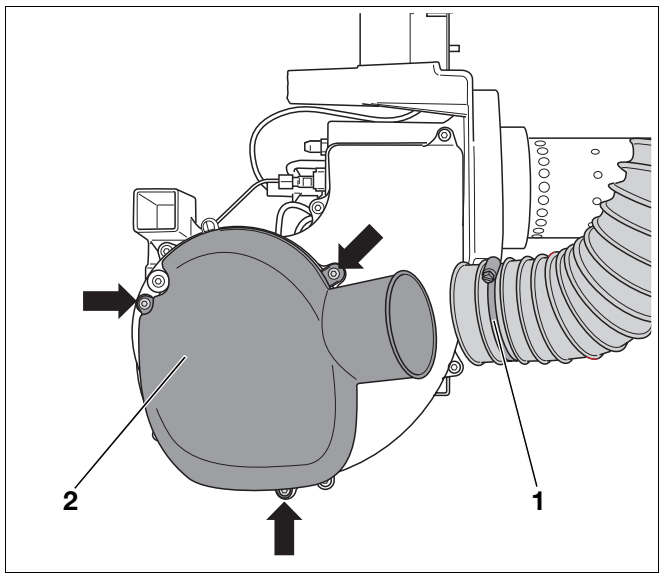
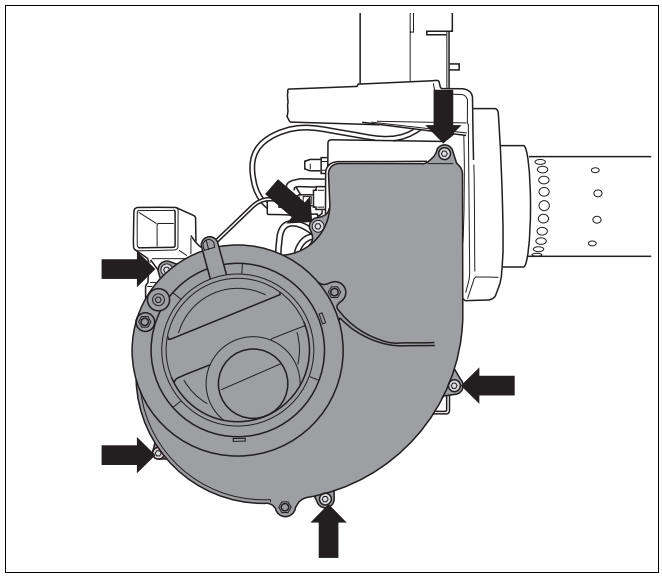

Rys. 30 Demontaż tłumika dźwięków ssania
Rys. 31 Demontaż pokrywy koła dmuchawy
- Odkręcić opaskę zaciskową (Rys. 30, **Poz. 1**) na wężu doprowadzającym powietrze do spalania (przy pracy niezależnej od powietrza z pomieszczenia zainstalowania).
- Odkręcić śruby mocujące (Rys. 30, **strzałki**) i wyjąć tłumik dźwięków ssania (Rys. 30, **Poz. 2**).
- Odkręcić sześć śrub mocujących (Rys. 31, **strzałki**) i zdemontować pokrywę koła dmuchawy.
- Ponownie zamocować pokrywę koła dmuchawy (Rys. 31) i tłumik dźwięków ssania (Rys. 30, **Poz. 1**).
- Poluzować opaskę zaciskową (Rys. 30, **Poz. 1**, strona 31) i odłączyć wąż ssący.